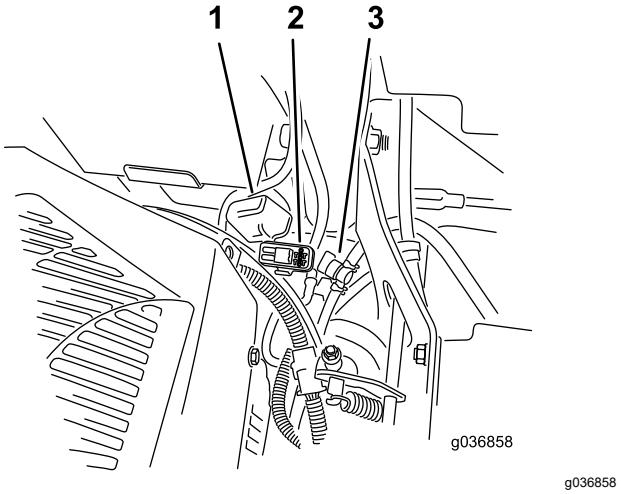

**Figur 53**
**Bemærk:** MyRide-maskiner: Sørg for, at jordkablet ikke gnider mod slæbearmen eller det nederste stødbeslag (Figur 53).
Sikringerne er placeret på højre konsol ved siden af sædet (Figur 53).
2. Isæt en ny sikring (Figur 53).